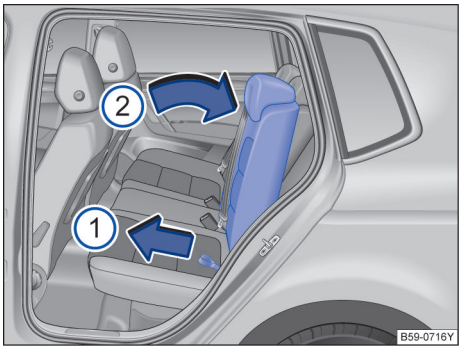

图 76 调节后排座椅靠背
– 用一只手扶住右侧或左侧后排座椅靠背，同时用另一只手拉起相应的拉环→ 图 76 ①。
– 克服弹簧力用手将后排座椅靠背移到所需位置 ②。